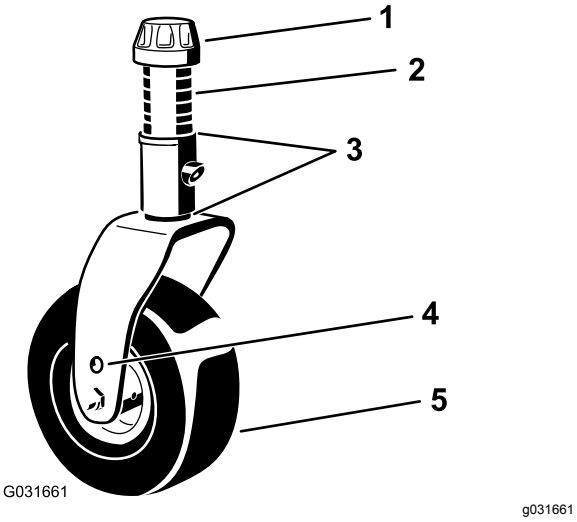

Figur 34
4. Bruk den medfølgende skrunøkkelen for styrehjulshetten, løsne spennhetten og fjern den fra styrehjulets spindelaksel og skyv styreakselen ut av styrearmen (Figur 34).
7. Monter mellomleggene (som opprinnelig montert) og de gjenværende avstandsstykkene på spindelakselen (Figur 34).
8. Monter spennhetten og stram den med den medfølgende skrunøkkelen for styrehjulshetten for å feste enheten (Figur 34).